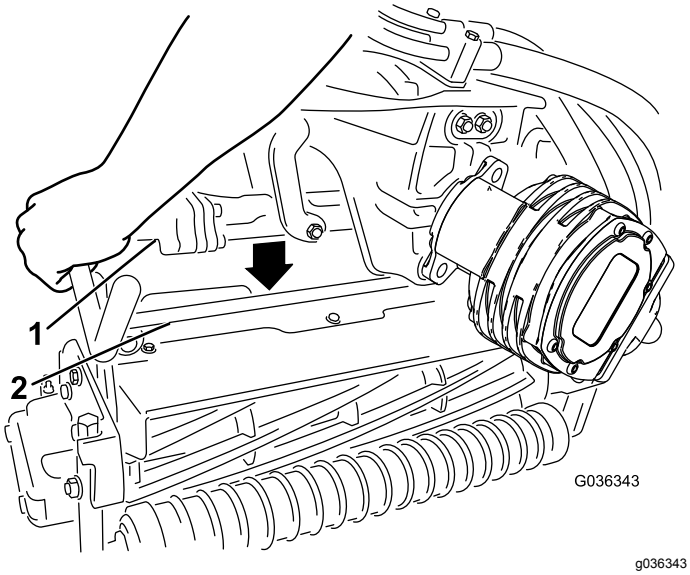

Rysunek 32
4. Gdy zapadki na pręcie ramienia podwieszonego skierowane są ku górze (tzn. gdy są otwarte) (Rysunek 31), popchnij ramię podwieszone w dół, tak aby pręt dopasował się do innego pręta w górnej części zespołu tnącego (Rysunek 32).